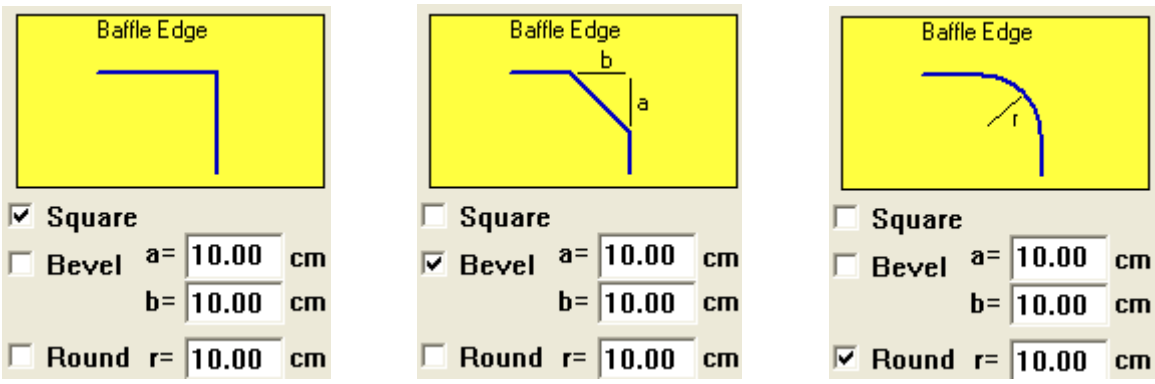

Figure 4.16. Three enclosure edges: square, bevel and round.
2. Bevel-type – there are two extra dimensions to enter: a and b as shown on Figure 4.16
3. Round-type – there is only the radius, r, to be determined – see Figure 4.16